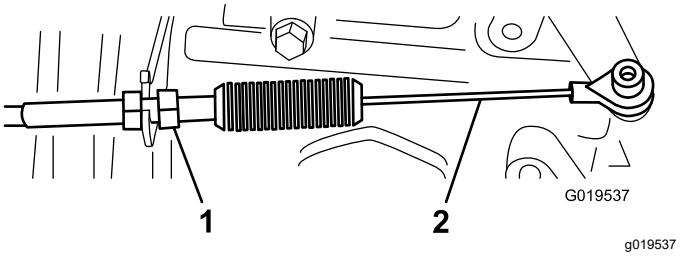
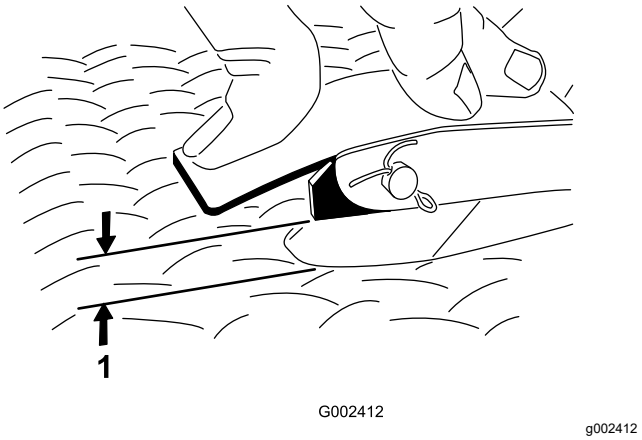

Figur 64
Figur 65
2. Juster kugleleddet på gaspedalkablet (Figur 64), så der er en afstand på 2,54-6,35 mm mellem gaspedalen og toppen af gulvpladens diamantmønster (Figur 65), når du påfører en kraft på 11,3 kg midt på pedalen.
3. Tilspænd låsemøtrikken (Figur 64).